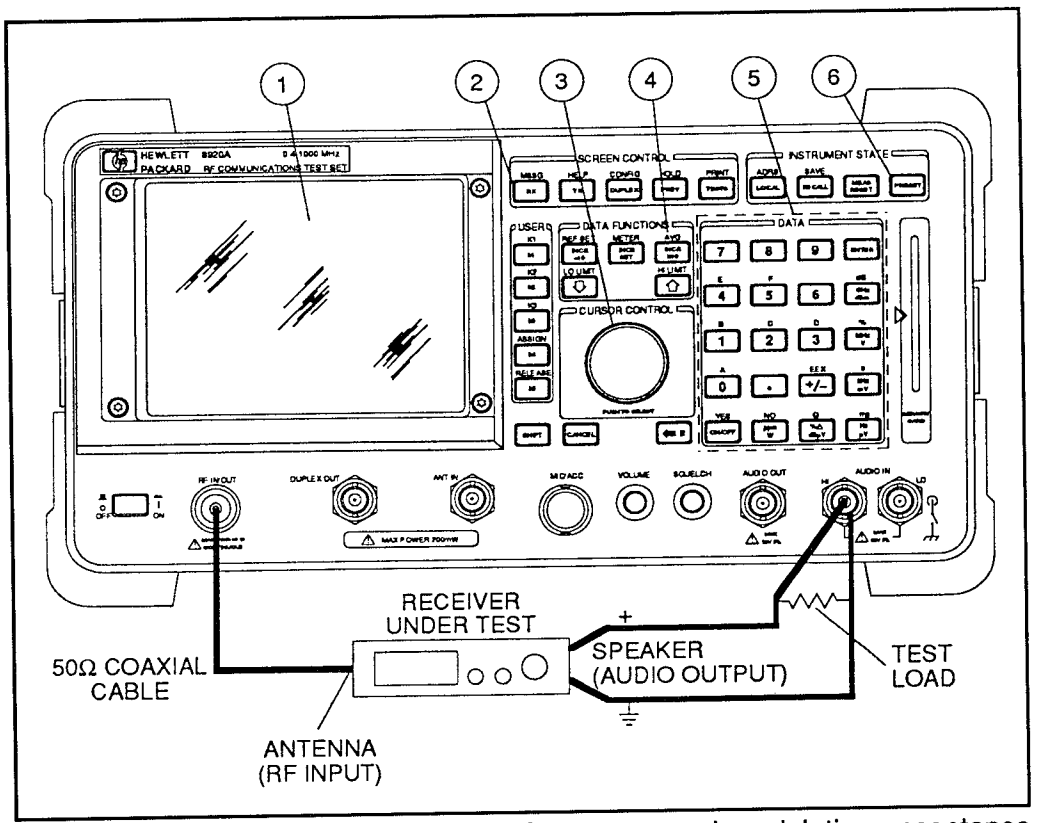
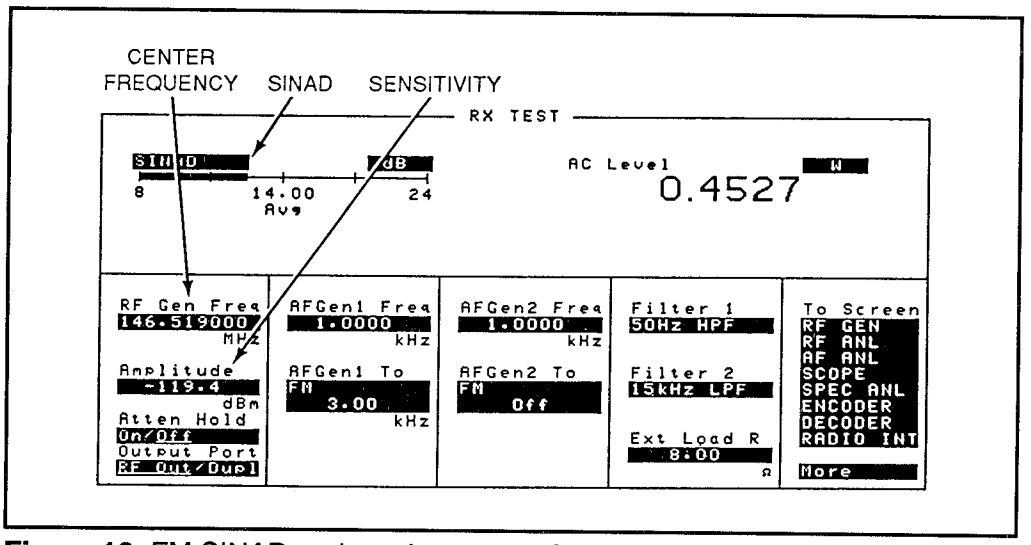

Figure 15: FM SINAD, receiver center frequency, and modulation acceptance bandwidth setup
Figure 16: FM SINAD and receiver center frequency measurement
1. Connect the receiver as shown in Figure 15.
2. On the HP 8920A, press the PRESET key (6) and the RX key (2).
3. Using the knob (3) and data entry keys (5), set **RF Gen Freq** to the receiver operating frequency (see Figure 16). Set **Amplitude** to -47 dBm (1 mV), set **AF Gen1 To** to 60% of the receiver's specified maximum frequency deviation (typically 3 kHz). Set **Ext Load R** to the test load resistance. Set **AC Level** meter to measure watts.
5. Using the knob (3) and data entry keys (5), decrease **Amplitude** until the SINAD meter reads 12 dB.
6. Sensitivity (12 dB SINAD) is displayed as **Amplitude** as shown in Figure 16. Record the level (in dBm) for use later in the procedure. If desired, verify that the receiver is tuned to a specific frequency (receiver center frequency) by performing steps 7 and 8.
7. Using knob (3) and data entry keys (5), slowly increase or decrease **RF Gen Freq** (in 100 Hz steps) until the SINAD meter reads maximum.
8. Receiver center frequency is displayed as **RF Gen Freq** as shown in Figure 16.
9. Using the knob (3) and data entry keys (5), reset **RF Gen Freq** to receiver operating frequency, if changed. Set **Amplitude** to a level 6 dB higher (more